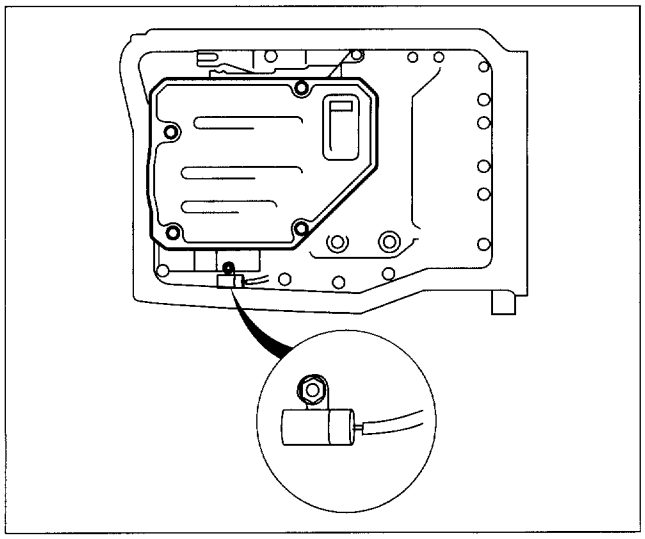

Figure 24. ATF Thermosensor
- The sensor is fitted to the valve body in the transmission. It converts a change in temperature into a continuous electrical signal, which is sent to the transmission control module (TCM) (figure 24 and 25).